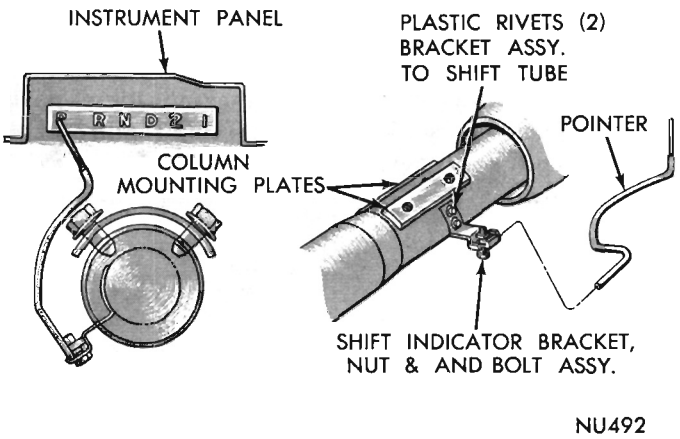
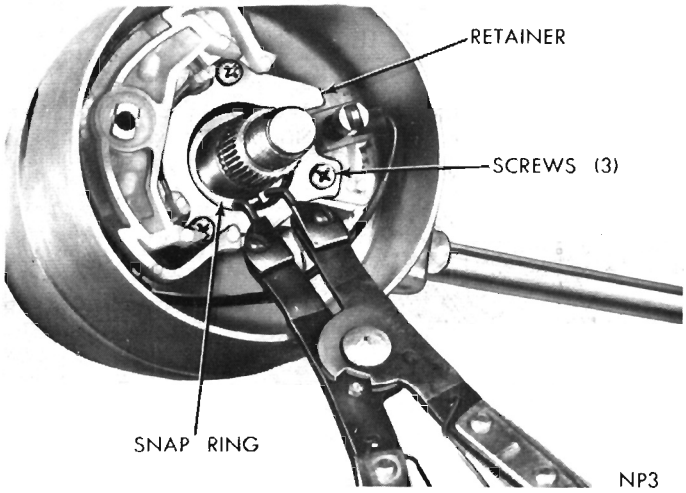

Fig. 3—Gearshift Indicator Mounting (Fury Models)
Fig. 4—Removing or Installing Steering Shaft Snap Ring
On Fury Models, be sure to disconnect gearshift indicator pointer (Fig. 3) before lowering steering column from instrument panel.
(1) Remove four bolts attaching bracket assembly to column jacket.
(2) Remove two screws and lift off wiring trough.
(3) Attach Column Holding Fixture C-4048 to column jacket and clamp the assembly in a vise.
(4) **Fury Models:** Carefully pry upward on one end of gearshift indicator operating lever to remove from gearshift tube (Fig. 3).
(5) Drive out gearshift lever pivot pin, then remove lever and spring from housing.
(6) Remove snap ring from upper end of steering shaft (Fig. 4). Remove turn signal switch and upper bearing retainer screws. Remove retainer and lift switch upward out of the way.